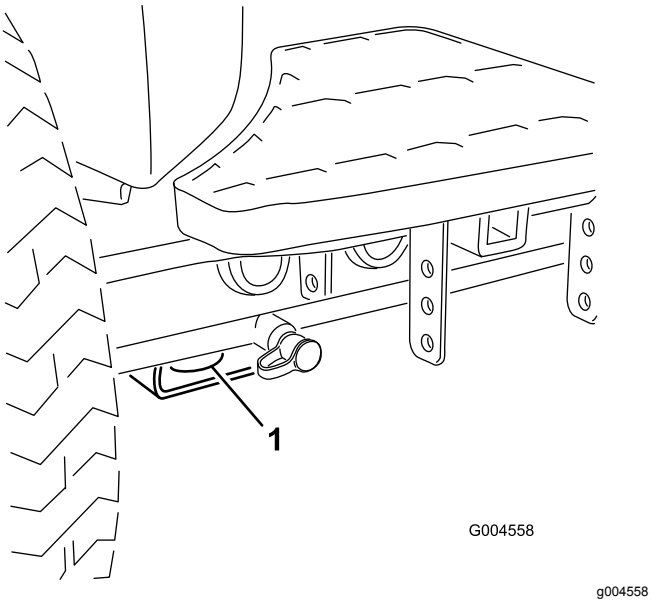

Figur 58
- For – hullet i den rektangulære plade, under akselrøret, indvendigt i forhold til hvert fordæk (Figur 58).